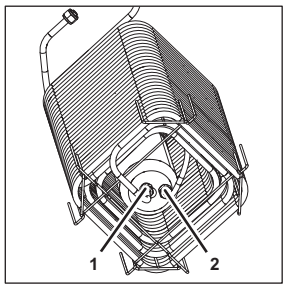

Fig. 56
15. Disconnect the soda cooling line from the coupling (Fig. 56/1).
16. Disconnect the soda water line from the coupling (Fig. 56/2).
21. Attach the soda water line to the coupling (Fig. 56/2).
22. Attach the soda cooling line to the coupling (Fig. 56/1).